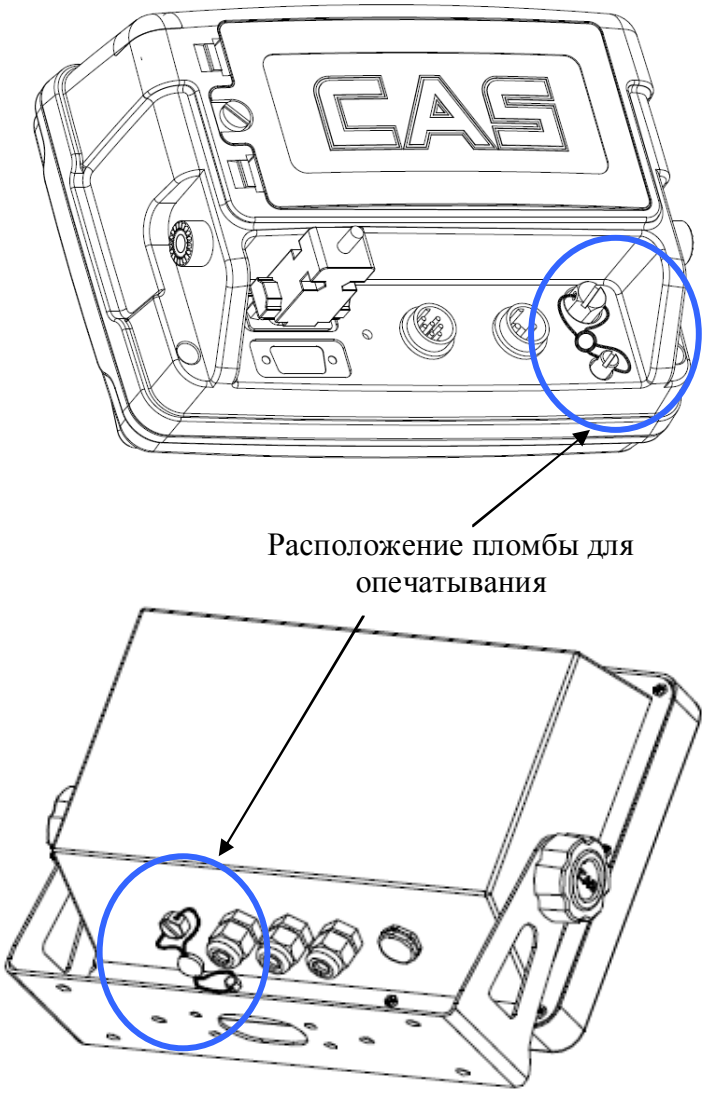

Рисунок 14.1 – Расположение поверочной пломбы индикатора
- Проденьте через него пломбировочную проволоку с пломбой (см. рисунок 14.1).